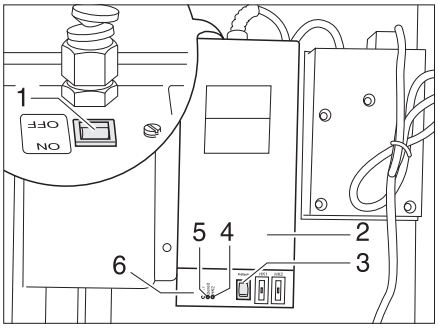

Fig. 109 Transformer with control unit
The 240 VAC/12 VDC transformer (Fig. 109,2) is installed in the wardrobe or in the storage area beneath the seating group, depending on the model.
- The indicator lamp (Fig. 109,5) lights up in green: Regulation in operation
- The indicator lamps (Fig. 109,4 and 6) light up in red: Waste water pipes are warmed
A test button (Fig. 109,3) is integrated in the housing with which the control unit can be operated for a short time. By pressing the test button, the function of the warming unit can be tested, even if the ambient temperature is above 5 °C.
- Turn the switch (Fig. 109,1) on the transformer (Fig. 109,2) to "ON".
- Turn the switch (Fig. 109,1) on the transformer (Fig. 109,2) to "OFF".